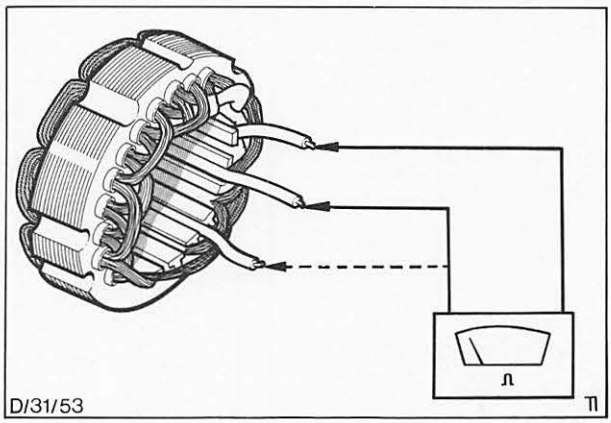

Abb. 25 Ständerwicklung auf Durchgang prüfen
a) Ständerwicklung auf Durchgang prüfen, Abb. 25.